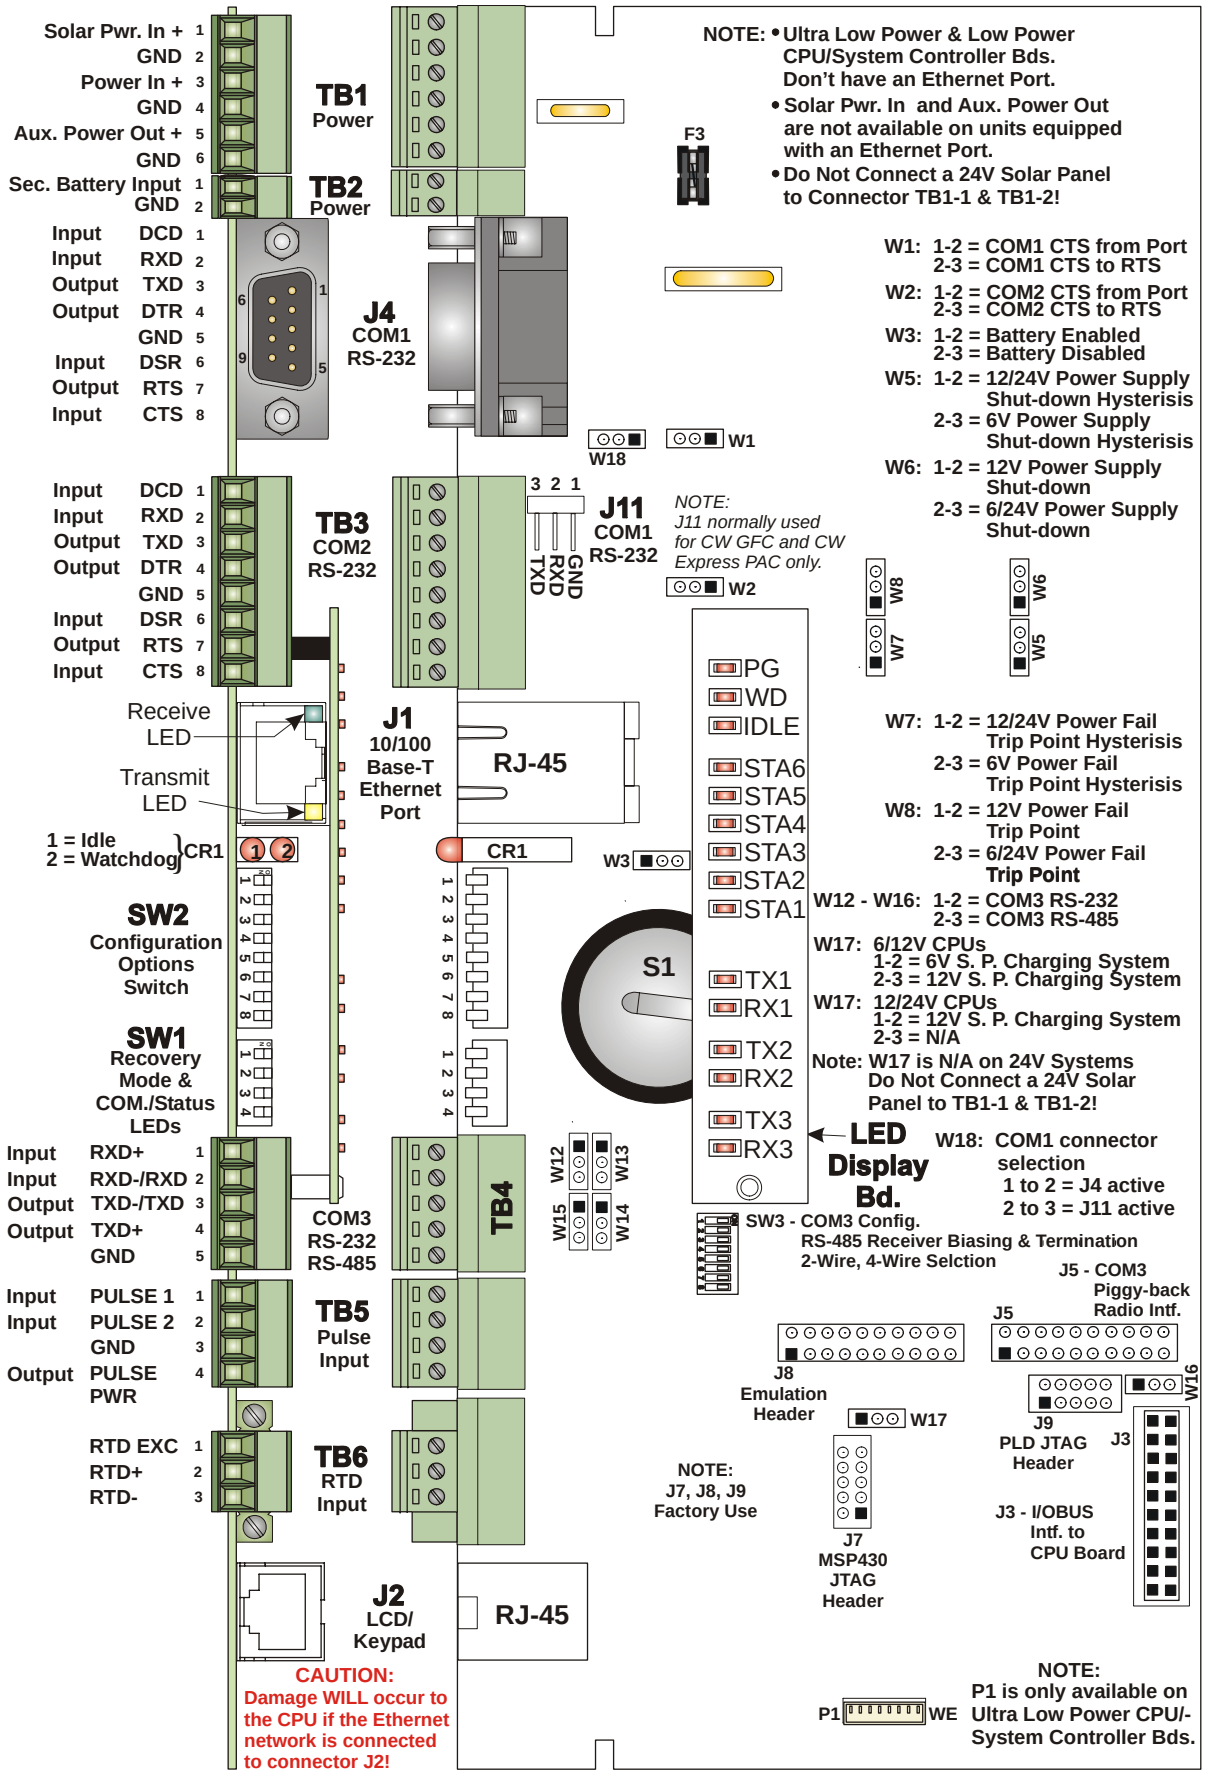
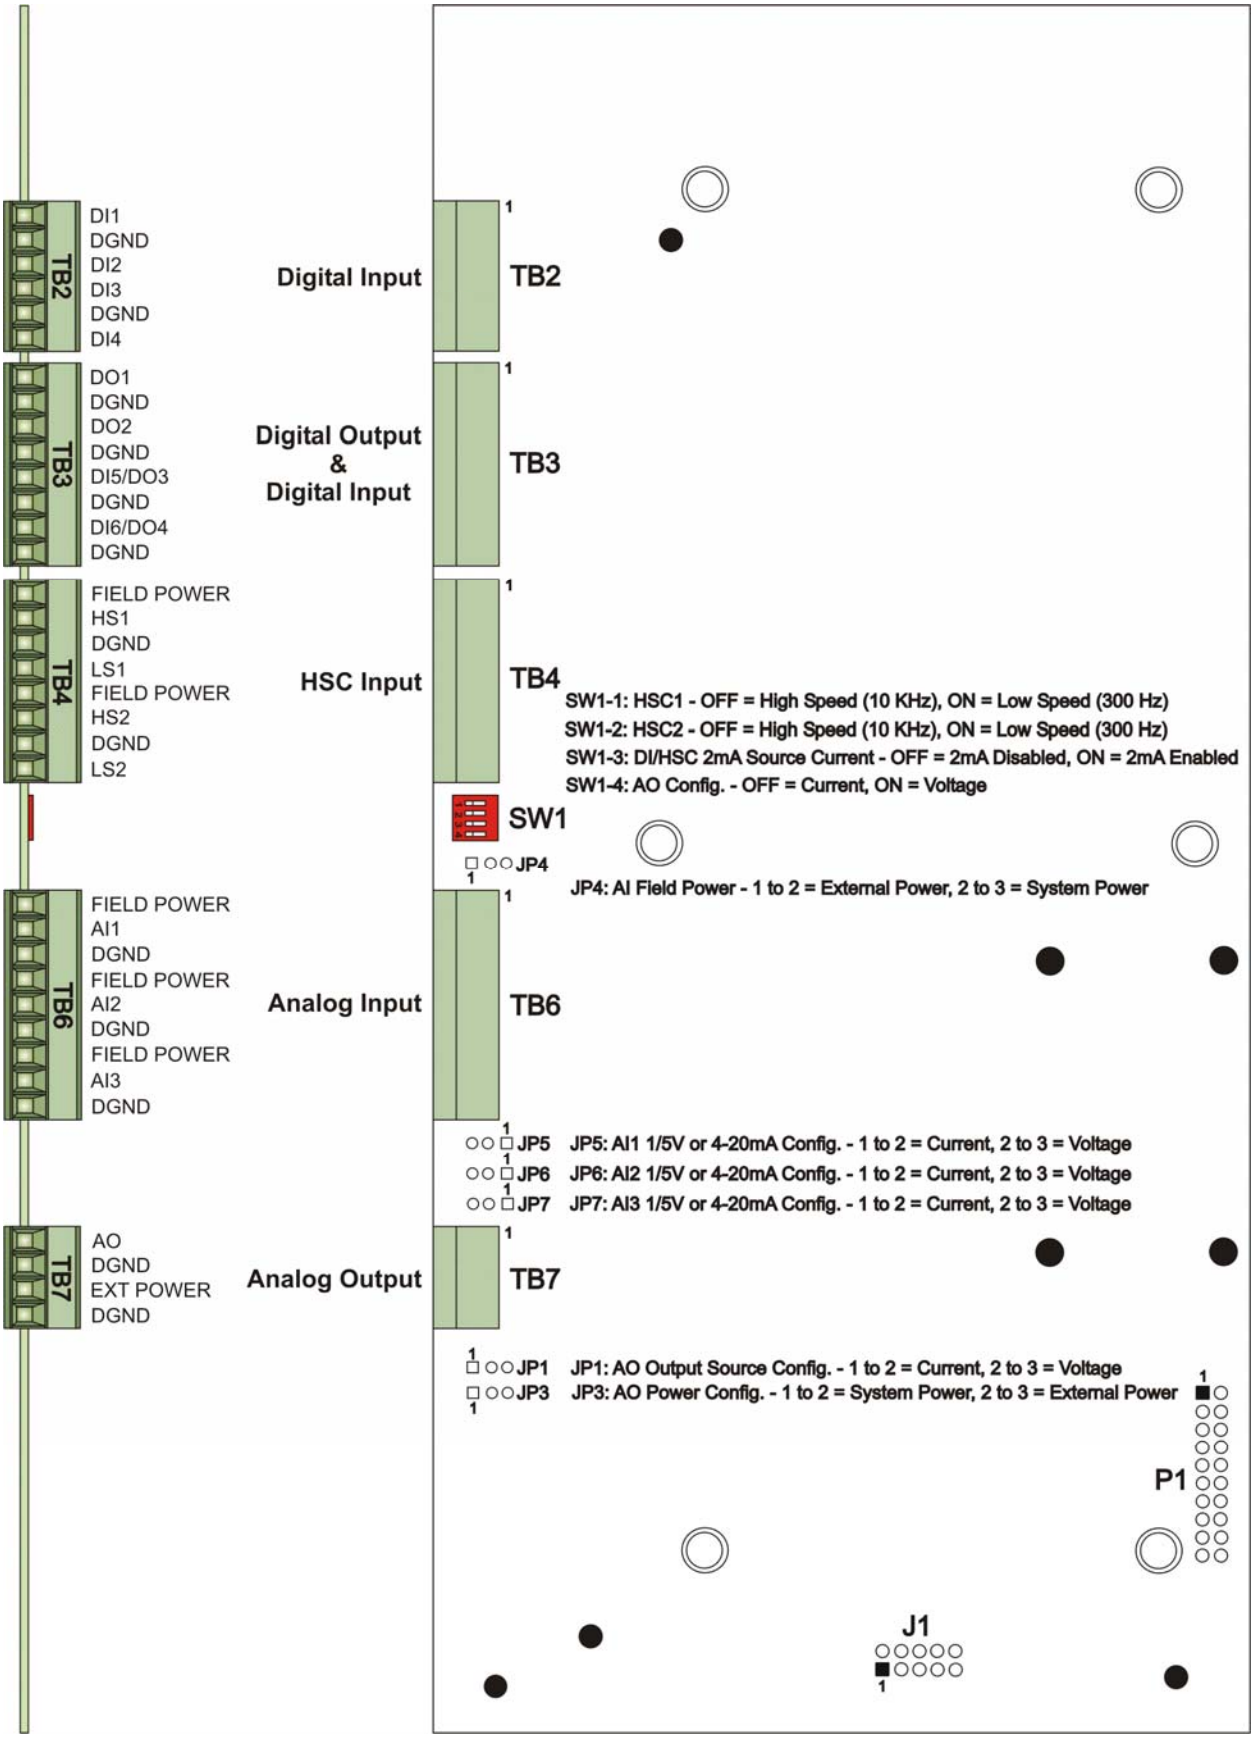

**Figure C-2 - CPU/System Controller Bd. Component I.D.**
**Figure C-3 – Process I/O Board Component Identification Diagram**
3. Make sure that the Lithium Backup Battery has been enabled, i.e., Backup Battery Jumper W3 on the CPU/System Controller Assembly should be installed on jumper posts 1-2). Configure the CPU/System Controller Board DIP-Switches and Jumpers. Tables C-1 through C-3 provides overviews of the switch settings (see Figure C-2). Configure the Process I/O Board's DIP-Switches and Jumpers (see Figure C-3). After configuring the Jumpers and DIP-Switches, install the Process I/O Board and the CPU/System Controller Board (as one assembly) into the enclosure.